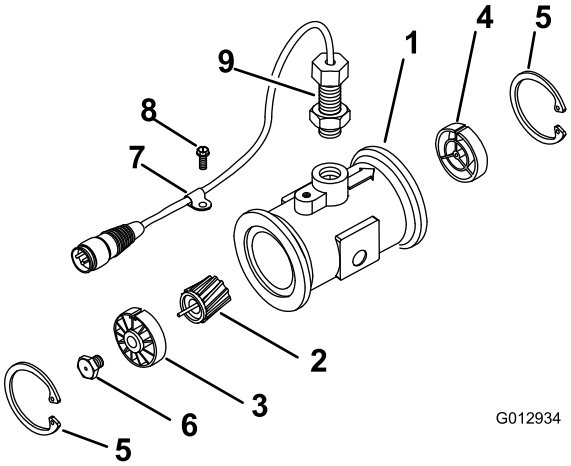

Figur 42
3. Ta av låseringen på oppstrømssiden (Figur 42).